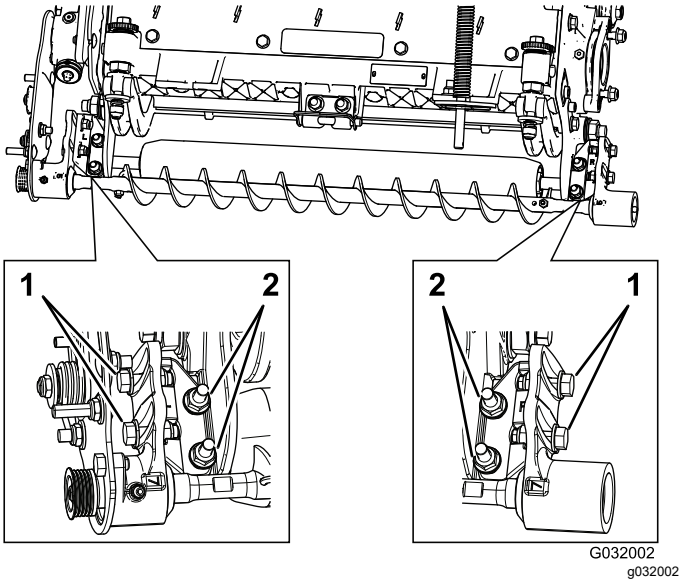

Figuur 13
de zijplaat van het maaidek is bevestigd (Figuur 13).
B. Draai de lagerbehuizing van de rolborstel tot de borstelplaat evenwijdig is aan de zijplaat van het maaidek (Figuur 13).
C. Draai de 2 flensborgmoeren vast waarmee de montagebeugel van de rolborstel aan de zijplaat van het maaidek is bevestigd (Figuur 13).
1. Draai de 2 bouten los waarmee de lagerbehuizingen van de rolborstels aan de montagebeugel van de rolborstels zijn bevestigd (Figuur 13).